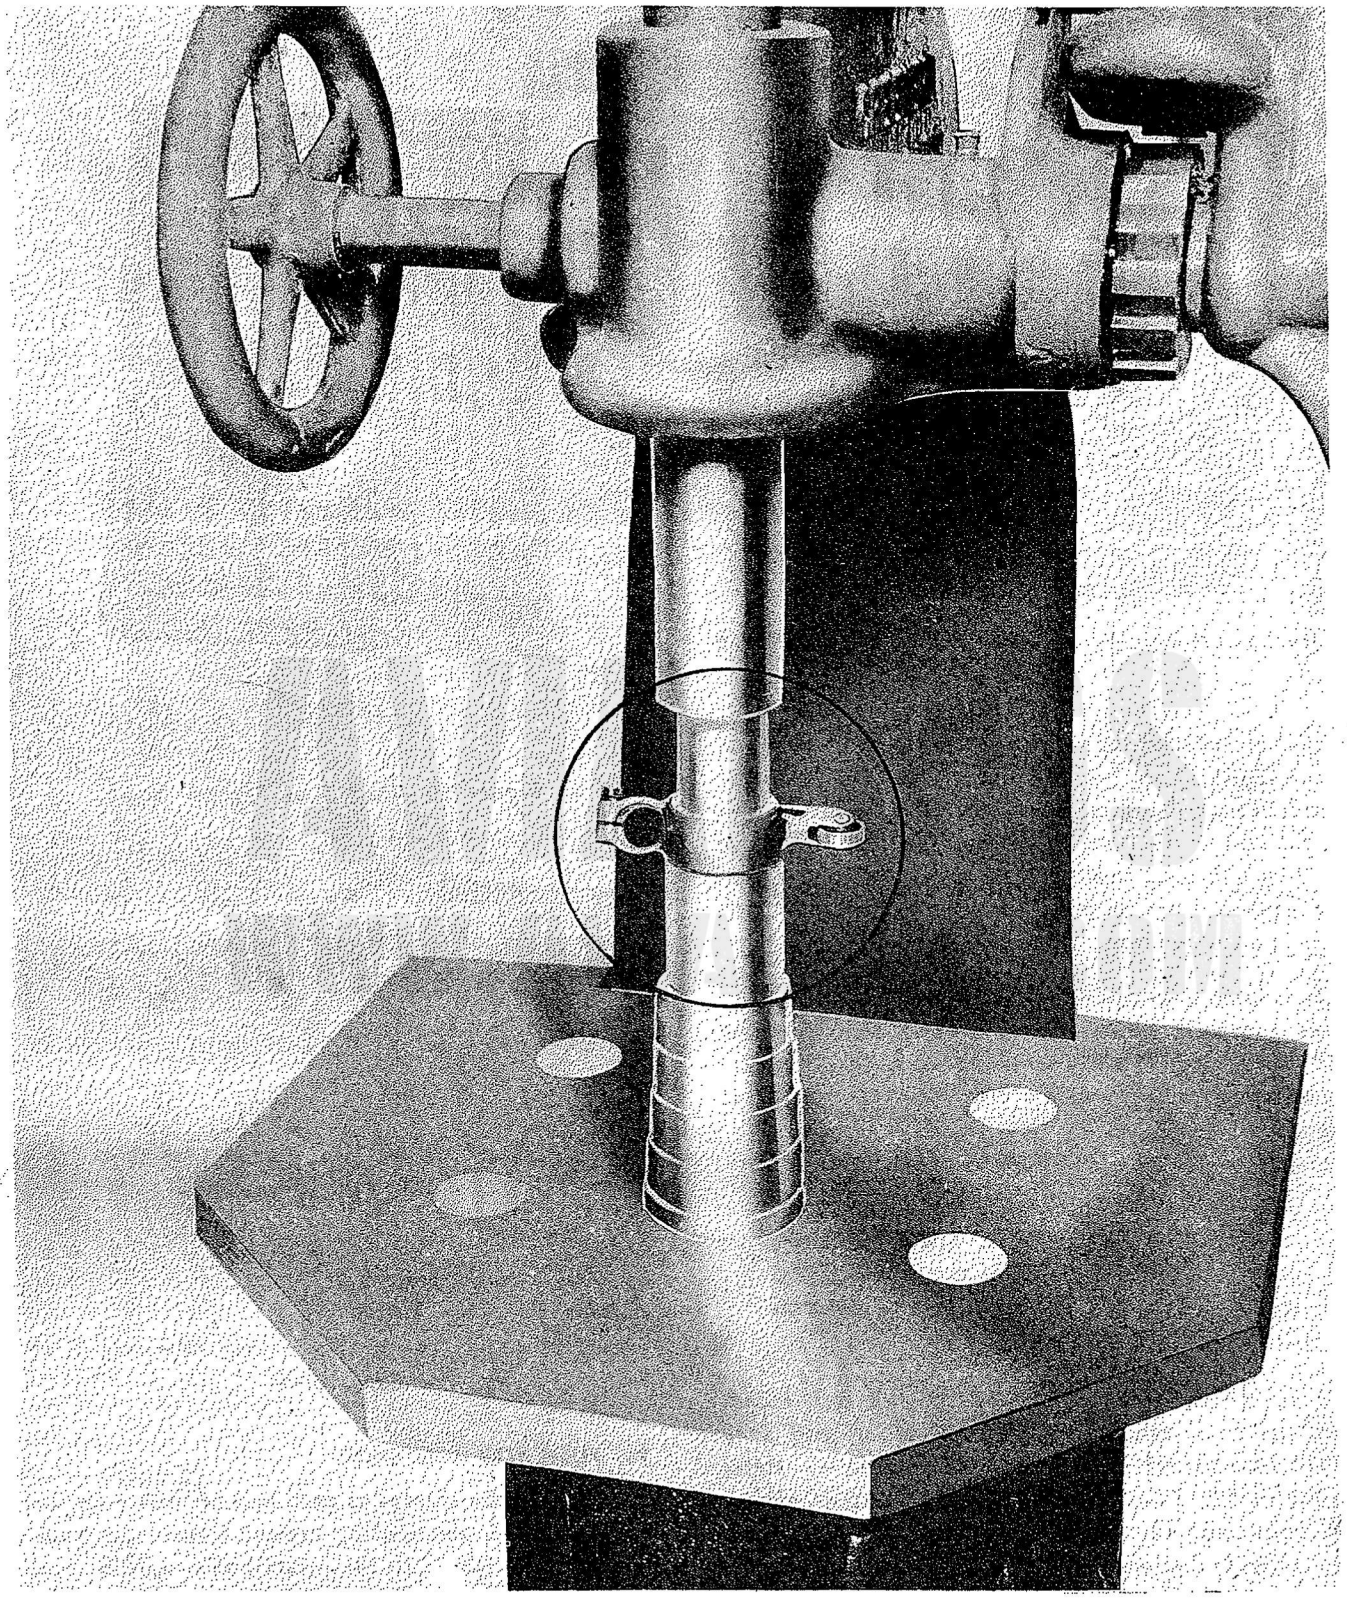
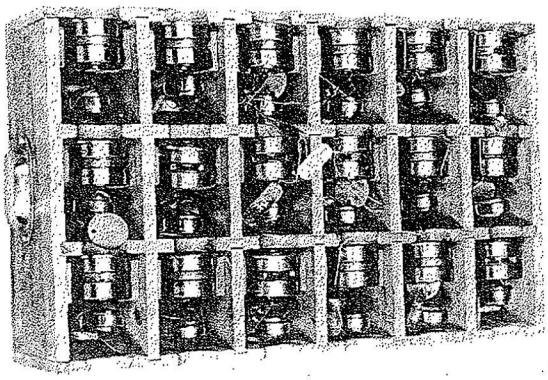

Figure 52—Removing Rocker Arm Bearing
Figure 53—Rocker Arm Storage Box
c. Press the rocker arm bearing out of each rocker arm using an arbor press and the fixture and plug (Tool No. 801895) designed for this purpose. Refer to Figure 52. Place the rocker arms, bearings, clamping screws and adjusting screws in a box having eighteen individual compartments, one for each rocker arm assembly, in order that the parts of each assembly may be kept together. Refer to Figure 53.